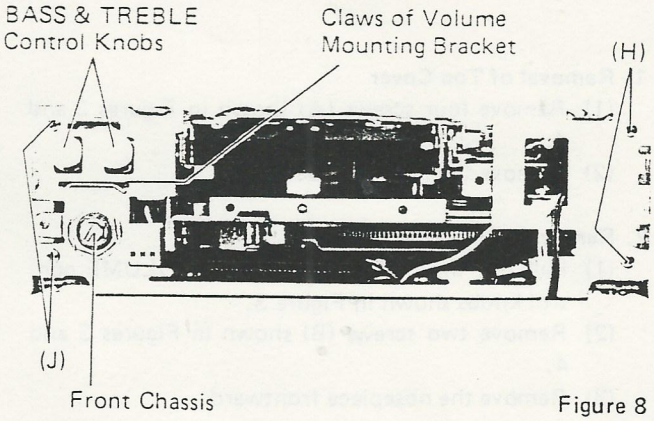

Figure 8
(1) Remove two screws (H) shown in Figure 8.
(1) Remove two screws (J) shown in Figure 8.
(2) Remove the left side chassis.
(1) Pull out two bass and treble control knobs shown in Figure 8.
(2) Flatten the claws of the volume mounting bracket with a plier as to pass through the grooves on the front chassis shown in Figure 8 and then remove the treble/bass P.C. Board.
(3) Disconnect all lead wires.